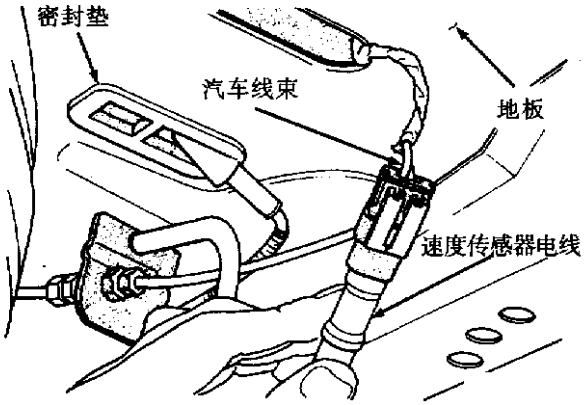

图 10－44　后速度传感器连接至线束
⑤拆下 4 个固定螺栓(图 10－49)。
④小心地从后制动软管管夹上拆下后轮速度传感器电线(图 10－45)。